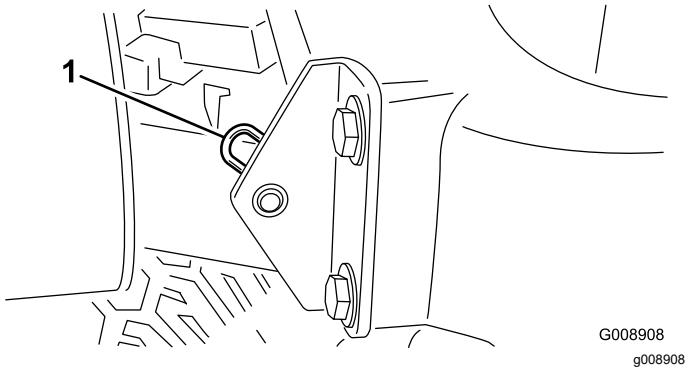

Figur 39
2. Fjern hårnålssplinten som fester panseret til monteringsbrakettene (Figur 39).